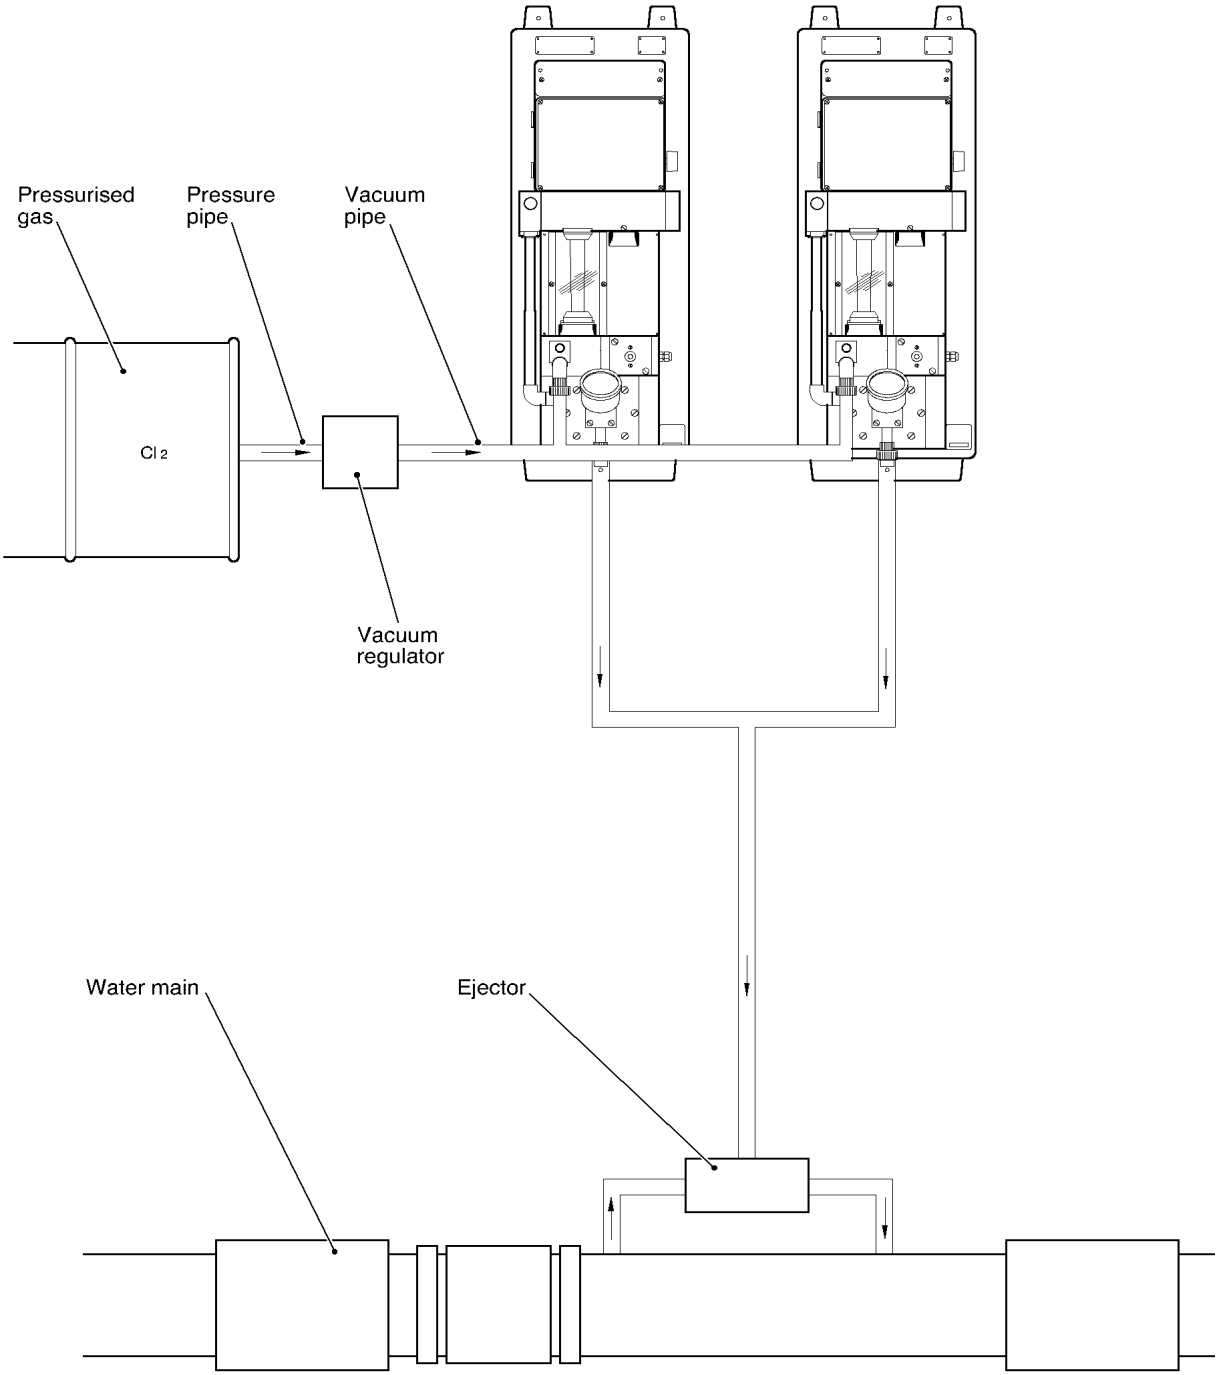

Fig. 1-2 Thames 12 Dosing Unit Basic System Configuration
3. PRINCIPLE OF OPERATION (Fig. 1-2)